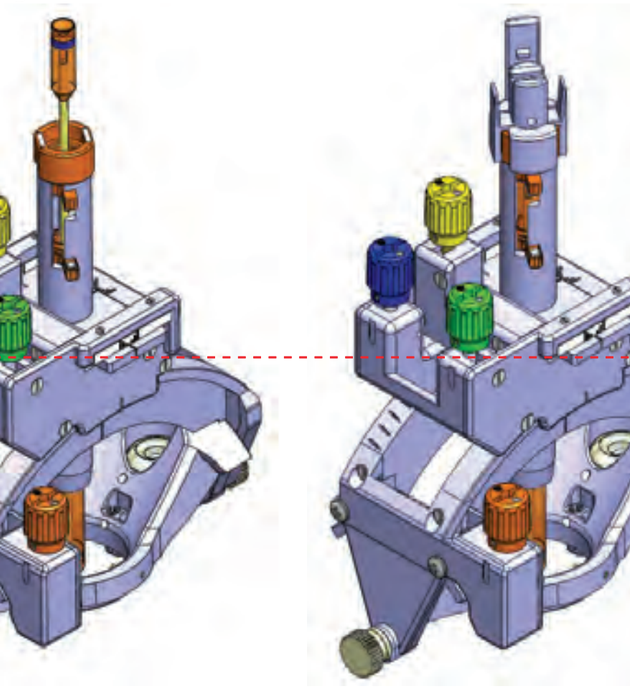

Figure 26: Assembly after Insertion
3.2 Insert and snap lock the Dock in place. **See Figure 26.**